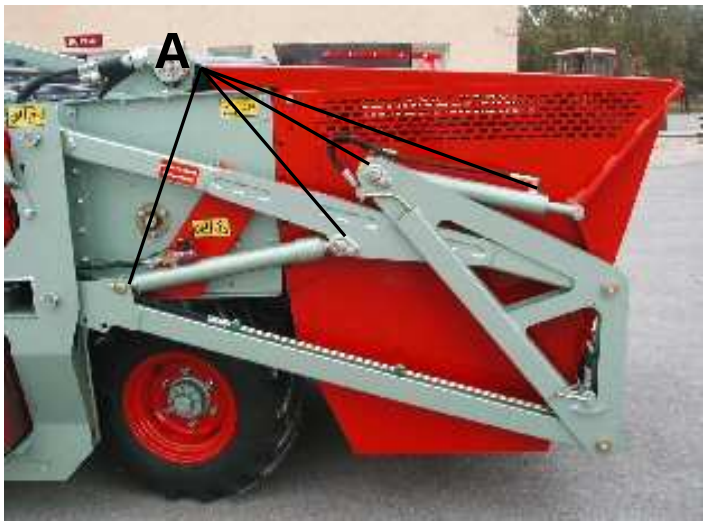

Figure 41
- Graissez les articulations de la trémie par l'intermédiaire des graisseurs (figure 41 et figure 42, repère A). Graissez les axes des vérin du pick-up (figure 43et 43a, repère A).